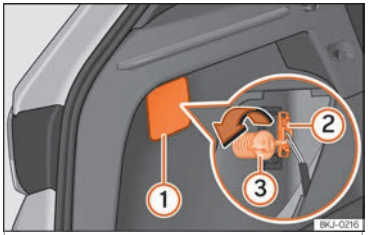
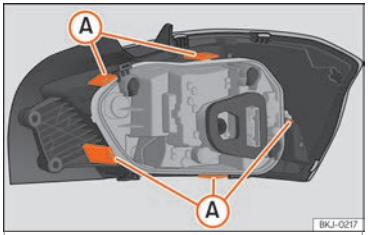

Fig. 54 Luggage compartment: access to the bolt securing the tail light unit.
Fig. 55 Retaining tabs on reverse side of tail light.
– Remove the lid, levering the flat side of a screwdriver into the recess ››› Fig. 54 ①.
– Remove the bulb connector ②.
– Unscrew the light securing bolt ③ by hand or using a screwdriver.
– Remove the bulb holder unlocking the retaining tabs ››› Fig. 55 Ⓐ.